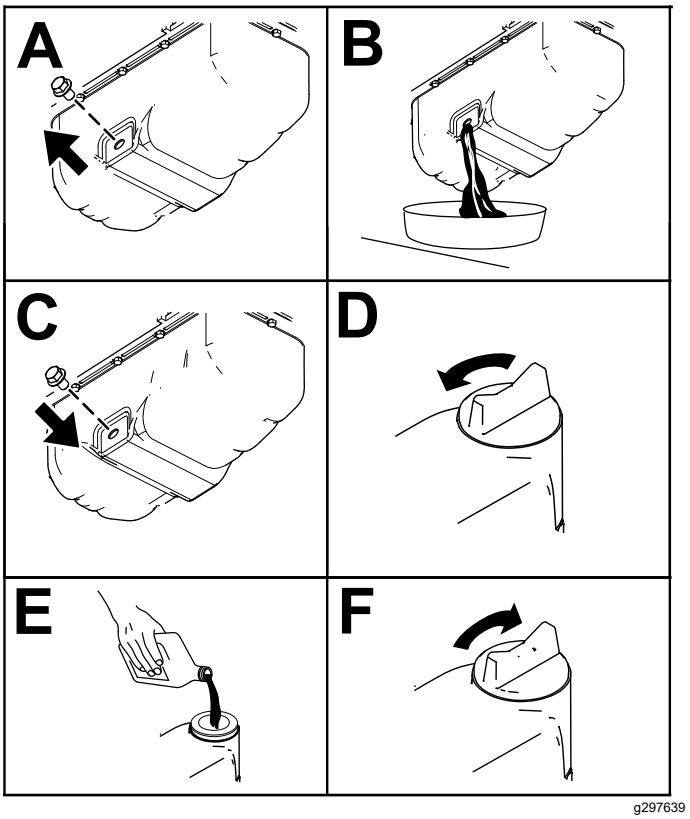

Figur 53
3. Skift motorolien som vist i Figur 53.